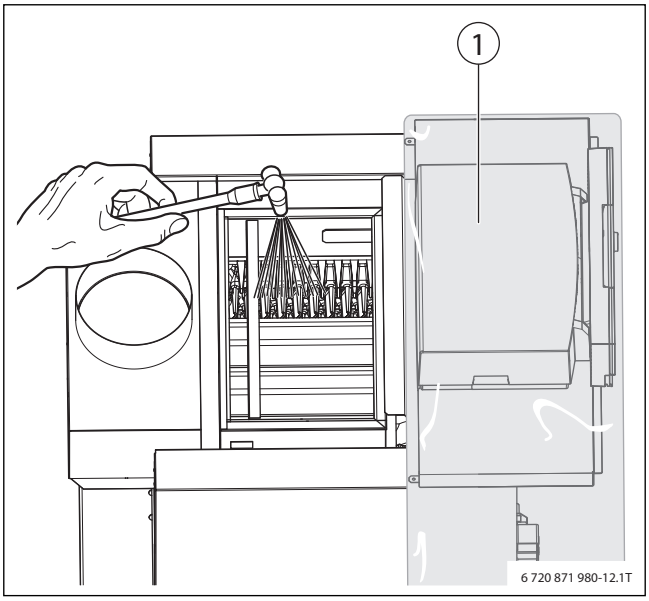

Рис. 45 Влажная чистка котла
- Накройте систему управления плёнкой (→ рис. 45 [1]). Не допускайте попадания аэрозольного тумана в систему управления и кабели системы управления.
- Равномерно распылите чистящее средство сверху в газоотводящих каналах (→ рис. 45).